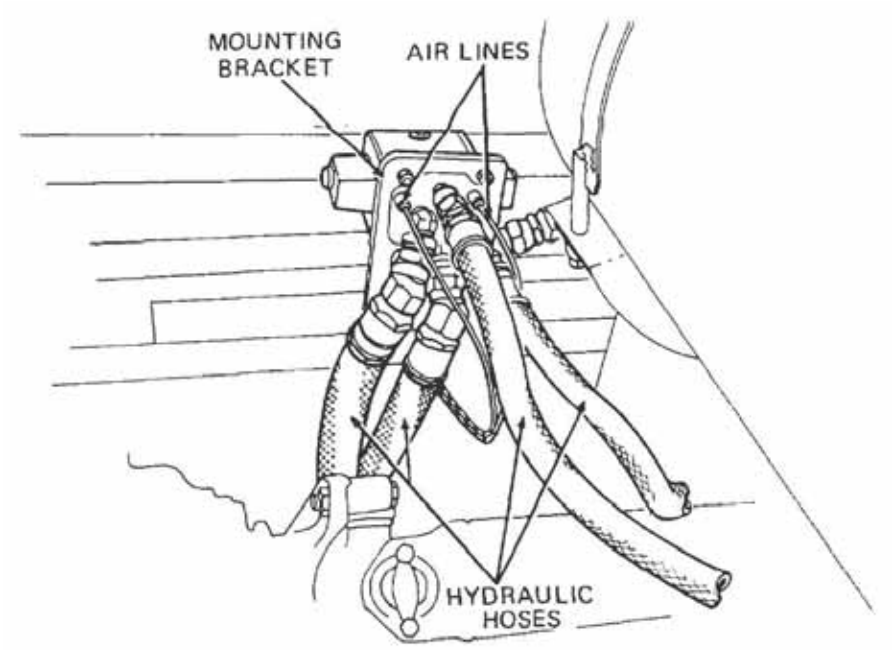

Figure 44 Air Operated Directional Control Valve
b. Tag and disconnect the air lines from the back of the valve (Figure 44).